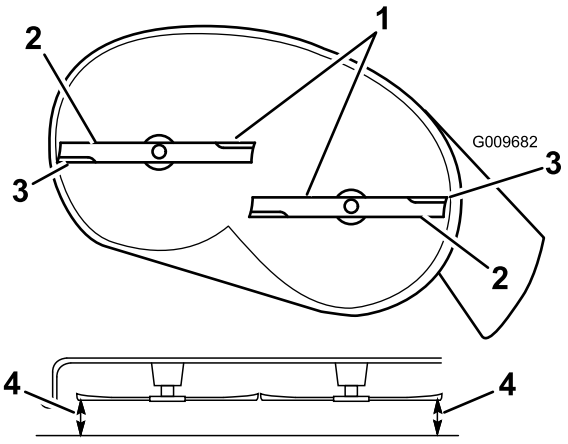
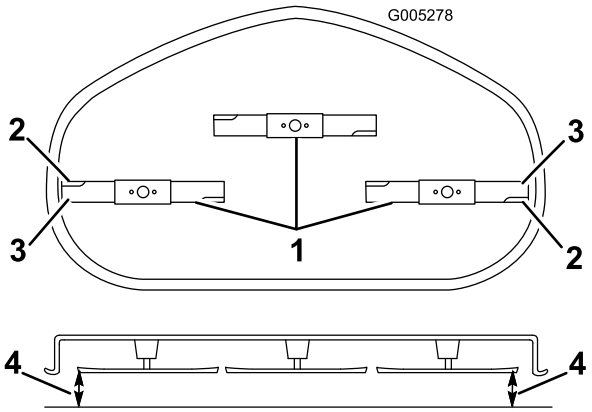

Figure 57
Figure 58
4. Carefully rotate the blades so that they are all side to side (Figure 57 and Figure 58).
5. Measure between the outside cutting edges and the flat surface (Figure 57 and Figure 58). If both measurements are not within 3/16 inch (5 mm), an adjustment is required; continue with this procedure.